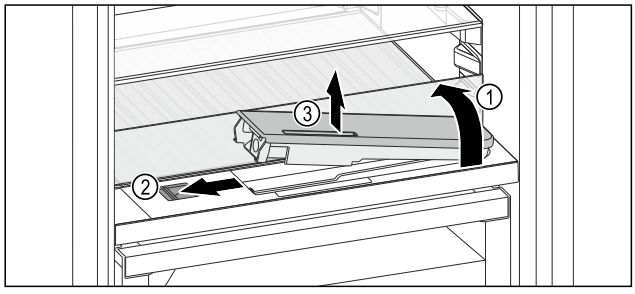

Fig. 172
▶ Glasplaat heffen en tot de aanslag naar achter klappen *Fig. 172 (1)*.
▶ Schuif *Fig. 172 (2)* naar links schuiven.
▶ Waterreservoir eruit halen *Fig. 172 (3)*.